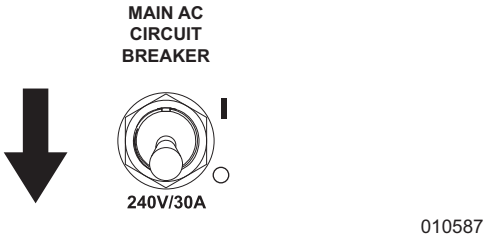

Figure 3-30. Main AC Circuit Breaker OFF (O)
3. See ***Figure 3-30***. Switch main AC circuit breaker to OFF (O).